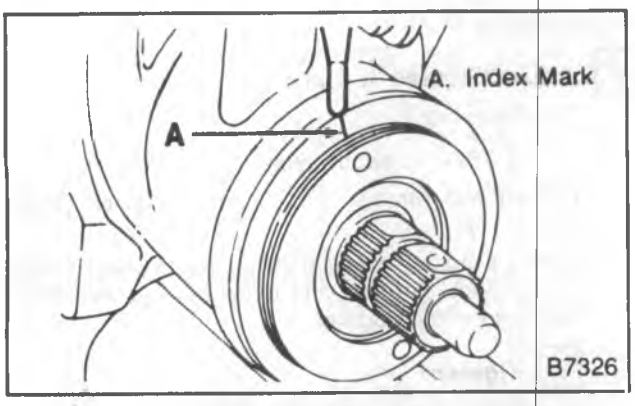

Figure 16—Marking Housing Even with Adjuster Plug
3. Place an index mark on the housing even with one of the holes in the adjuster plug (figure 16).